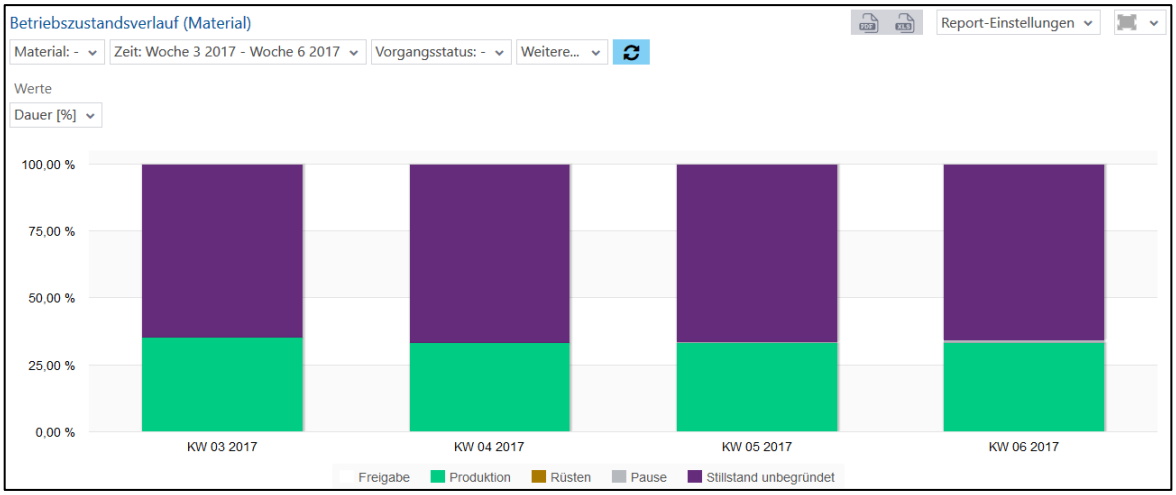

**Bild 73: Betriebszustandsverlauf (Material) als Säulendiagramm**
- Betriebszustandsverlauf (Material) als Säulendiagramm (Bild 73):